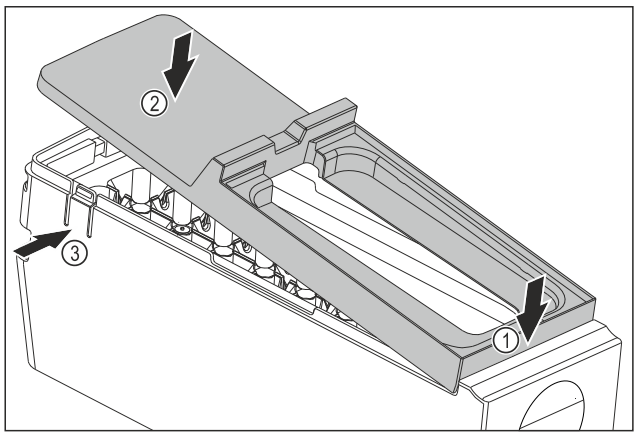

Fig. 148
▶ Montera skyddet på EasyTwist-Ice-enheten: Sätt in skyddet framtill. *Fig. 148 (1)*
▶ Sänk ned skyddet baktill. *Fig. 148 (2)*
▷ Skyddet hakar hörbart i båda skenorna *Fig. 148 (3)*.